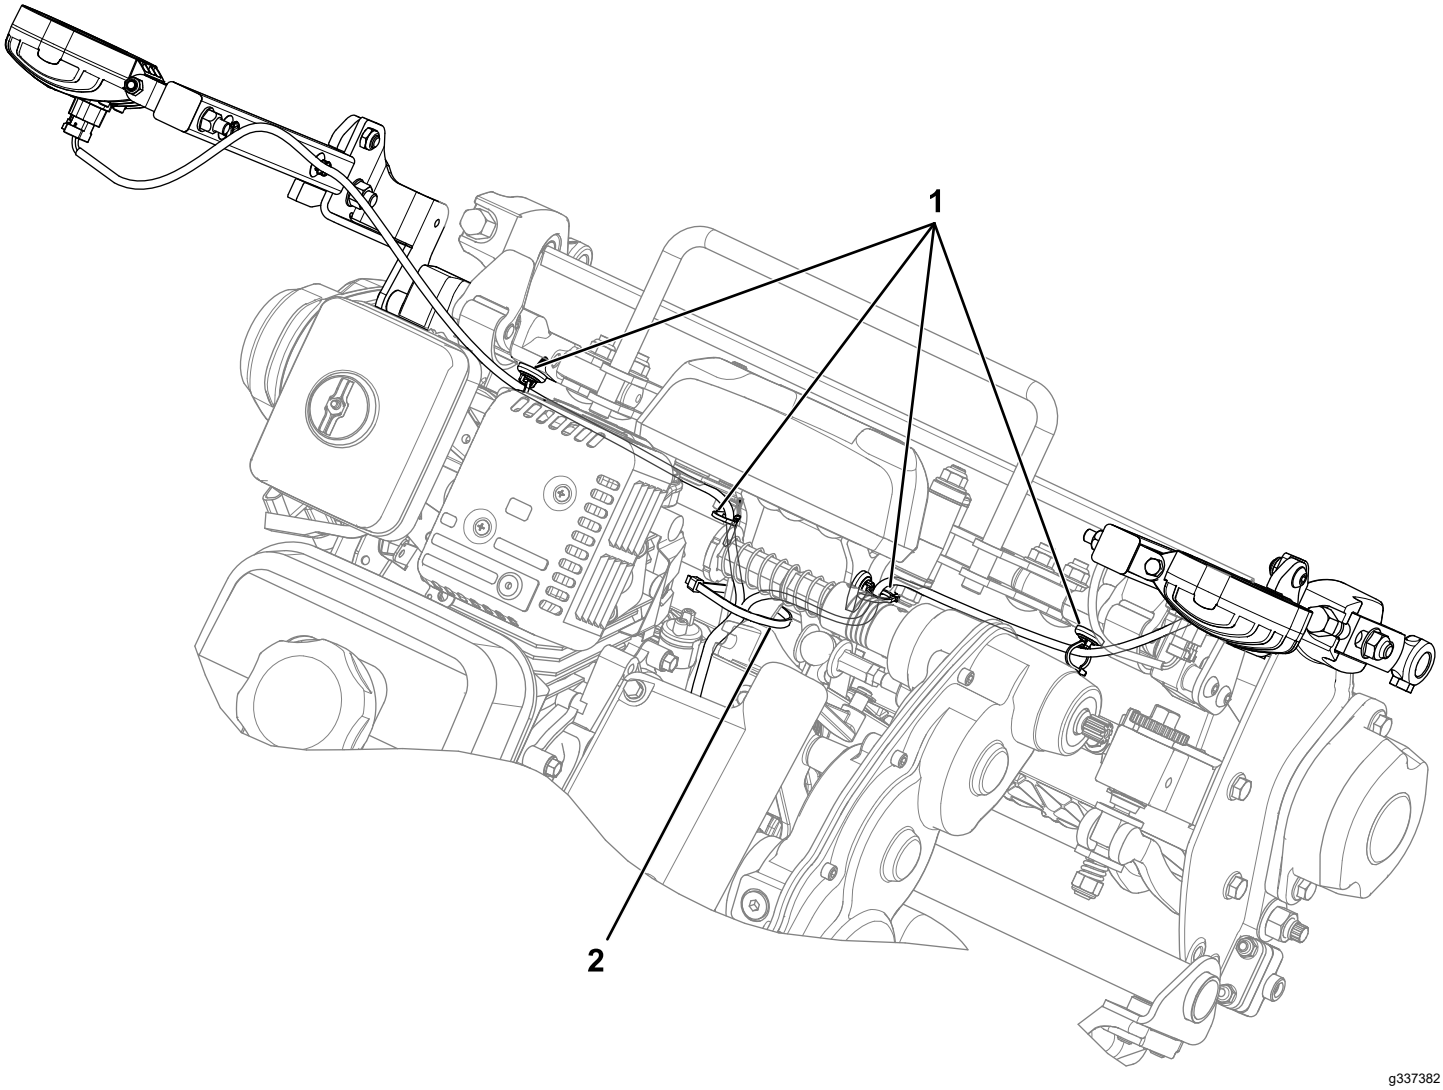

Figur 5
3. Montera kablagefästena på de platser på ramen som visas i Figur 5.
4. Fäst kablaget i kablagefästena (Figur 5).
6. Fäst kablaget till ramen med ett kabelband (Figur 5).